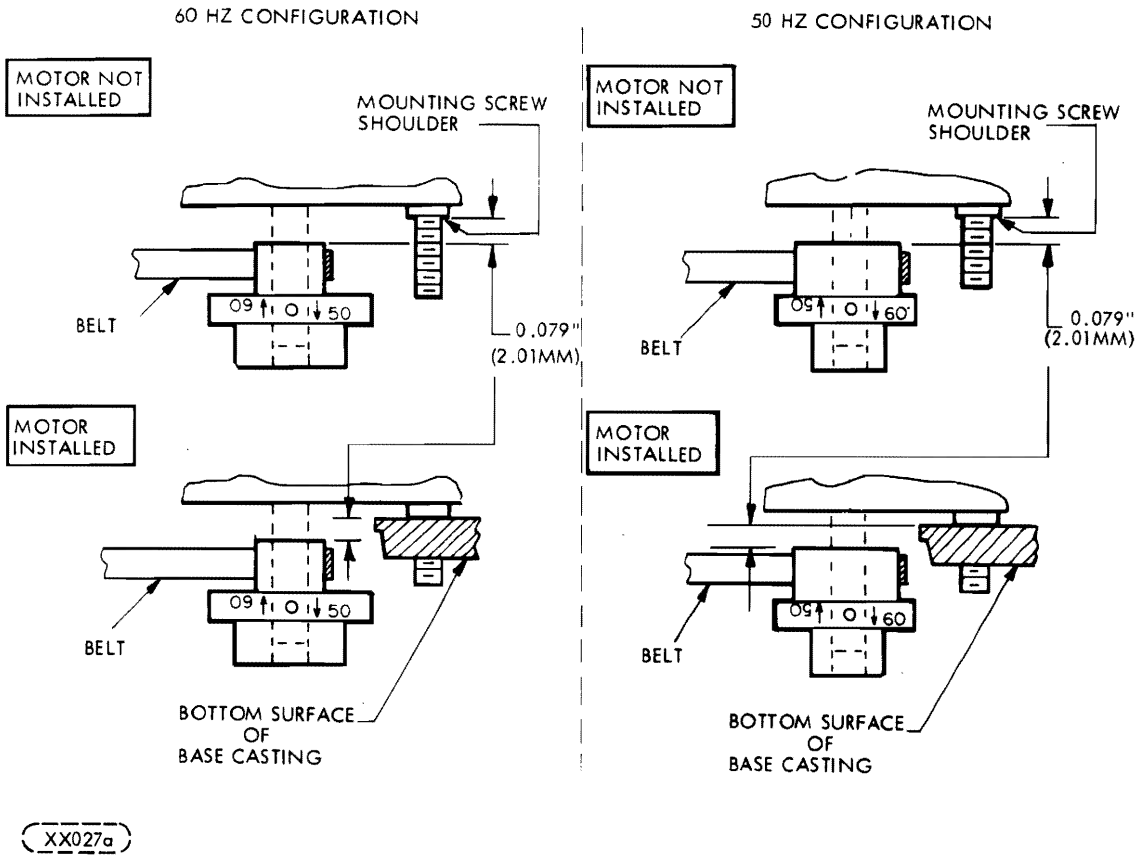

Figure 6-15. Drive Pulley Reversal
f. Position pulley allowing 0.079" (2.01 mm) ±0.010" (0.254mm) between shoulder of motor mounting screws and pulley (Figure 6-15).